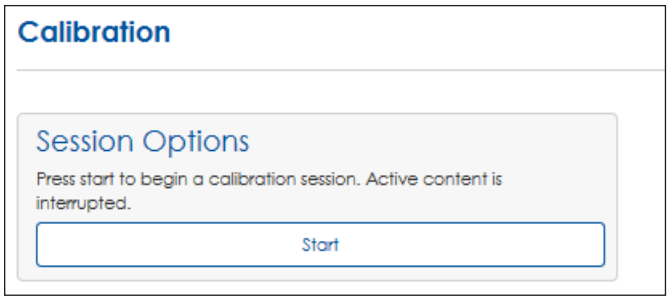

Figure 91: *Calibration Session Options*
1. Click **Start**. A **Session Options** window opens. Refer to **Figure 91**.